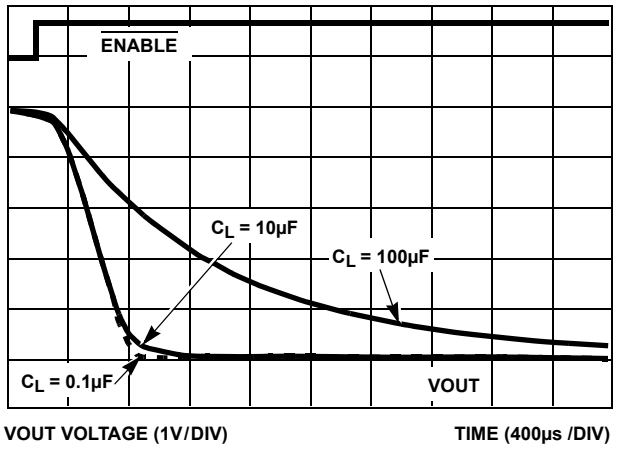

FIGURE 8. SLOW TURN -OFF vs C_{LOAD}, Rl = 10Ω
The ISL6119 has two shutdown modes. When turned off with a load current less than the current regulation (CR) level the ISL6119 shuts down in a controlled manner using a 500nA constant current source controlled ramp. When latched off due to CR and the timer has expired, the ISL6119 quickly pulls down the output thereby quickly removing the faulted load from the voltage bus. See Figures 8 and 9 for waveforms of each mode.